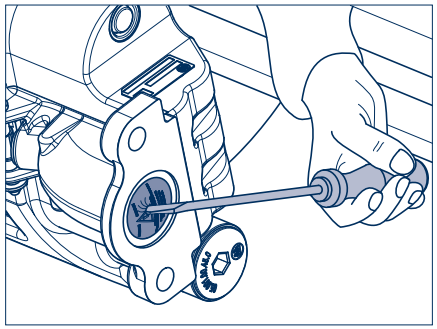

Рисунок 4
[6] Удалить заглушку (рис. 4/стрелка) для выпуска воздуха на направленном вниз отверстии новой тормозной камеры (410).